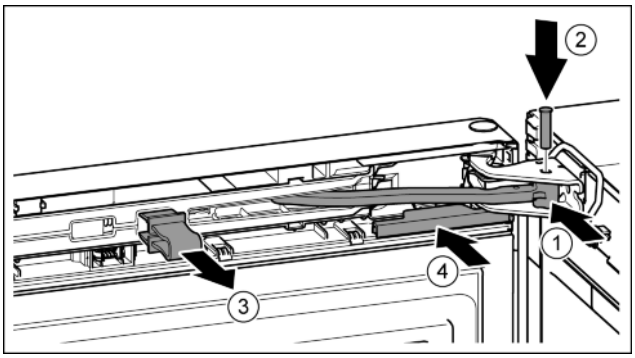

Fig. 43
- ▶ Scharnier in lagerbus draaien. *Fig. 43 (1)*
- ▶ Bout in de lagerbus en het scharnier aanbrengen. Opletten dat hierbij de vergrendelnok correct in de groef zit. *Fig. 43 (2)*
- ▶ Borging verwijderen. *Fig. 43 (3)*
- ▶ Afdekking erop schuiven. *Fig. 43 (4)*